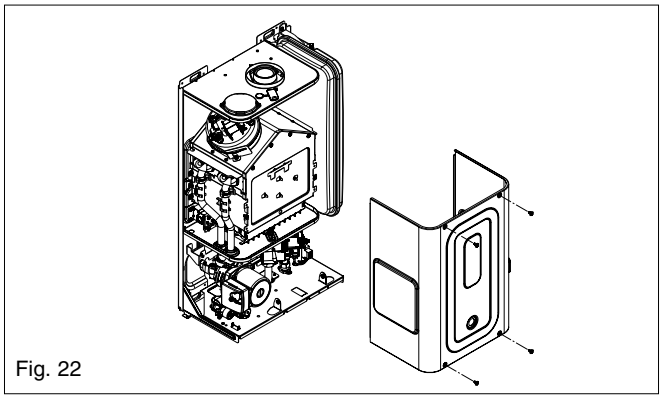

Fig. 22
6.4.1 AIR BOX FRONT COVER REMOVAL (fig. 22)
Carry out component removal procedure as described in 6.4. Unscrew and remove the air box front cover (fig. 22).
Carry out component removal procedure as described in 6.4. Unscrew and remove the air chamber front cover (fig. 22).